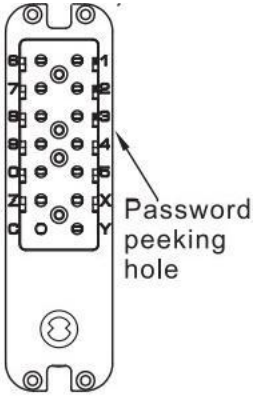

FIGURA 4C
1. Después de olvidar la contraseña, debemos quitar la cerradura de la puerta y buscarla examinando el orificio rectangular para la contraseña en la parte posterior de la cerradura, como se muestra en la Figura 4C.